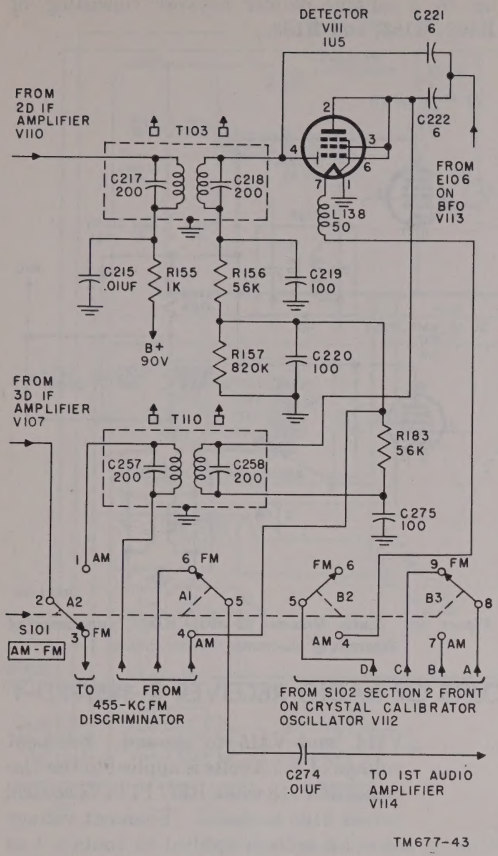

Figure 43. Radio Receiver R-395/PRD-1, functional diagram of detector.
c. After being amplified in V109, the signal is again transformer-coupled through the primary and secondary winding of T102 to the control grid (pin 6) of V110. Plate decoupling for V109 is done by C209 and R152. Grid decoupling of V110 is done by C212, C213, R153, and R164. The screen bypass capacitor for V110 is C214 and R154 is the screen decoupling resistor. The heater choke for V110 is L137. The output of V110 is transformer-coupled (fig. 43) to detector V111.
b. For 1,610-kc am operation, the if. frequency from the mixer passes through S102, TB101, and S101–D2 and is then transformer-coupled through the primary and secondary windings of T104 to the grid (pin 6) of V105. The output of V105 is then transformer-coupled through T106 to V106, and the output of V106 is transformer-coupled through T108 to V107. The am output of V107 is transformer-coupled through T110 (fig. 43) to detector V111 for the 1,610-kc am operation.
c. For 455-kc operation, L134 and C196 comprise the tuned circuit. BFO PITCH control C200A is in series with the tuned circuit; it varies the oscillating frequency of the bfo approximately ±5kc of the center frequency. This varying frequency changes the audio pitch heard in the headset when the bfo is in operation. Capacitors C194 and C221 (fig. 43) couple the 455-kc bfo output to detector V111.
d. For 1,610-kc operation, L135 and C197 comprise the tuned circuit. BFO PITCH control C200B operates the same as C200A (par. *c* above). Capacitors C195 and C222 (fig. 43) couple the 1,610-kc bfo output to detector V111.
(fig. 43)